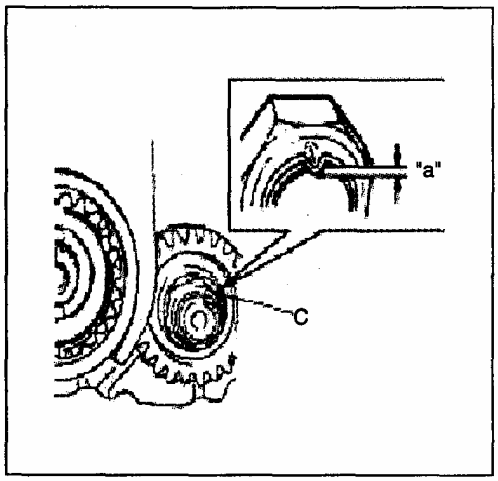

Рис. 410
8) Снимите инструмент, закерните гайку в точке С при помощи молотка (Рис. 410). Ширина "а": 2.5-3.0 мм.